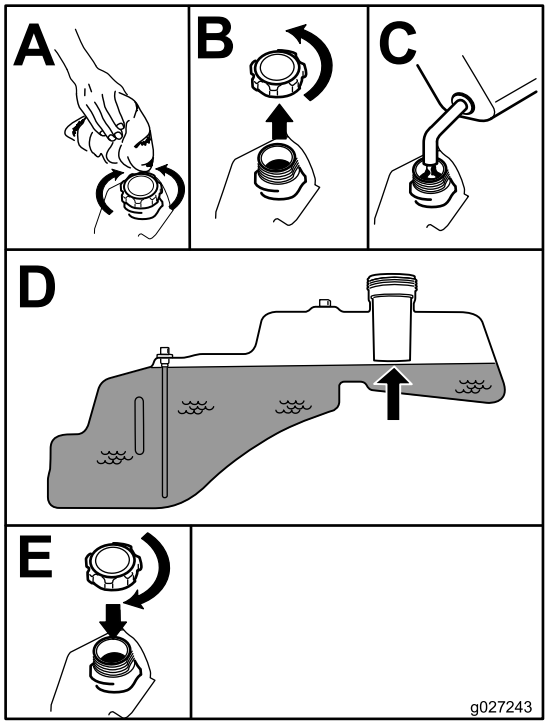

**Figur 8**
**Merk:** Du kan bruke drivstoffluken for å kontrollere hvor mye bensin det er før du fyller tanken (Figur 8).